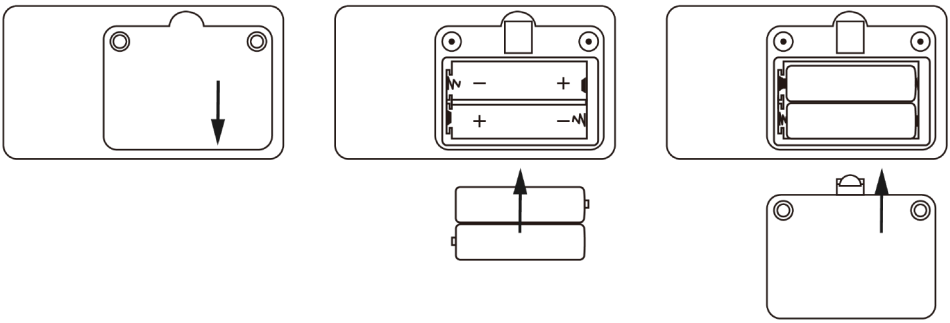

Figur 3. Installation av batterier
A. Se Figur 3. Använd en skruvmejsel för att skruva loss de två skruvarna från batterifacket på baksidan av produkten och öppna batterifackets bakre lucka.